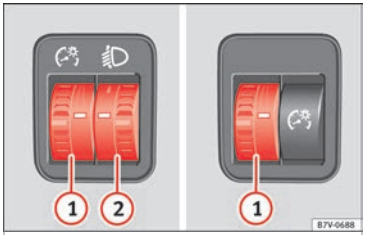

Afb. 141 Naast het stuur: regelaar instrumenten- en schakelaarverlichting (1) en regelaar lichtbundel-hoogteverstelling (2).
(1) Instrumenten- en schakelaarverlichting
Bij ingeschakelde verlichting kunt u de sterkte van de instrumenten- en schakelaarverlichting regelen door schakelaar **»» afb. 141** (1) te draaien.
(2) Lichtbundel-hoogteverstelling
De lichtbundel-hoogteverstelling **»» afb. 141** (2) past zich afhankelijk van de waarde van de lichtbundel van de koplampen aan de beladingstoestand van de wagen aan. Hierdoor heeft de bestuurder een zo goed mogelijk zicht terwijl tegenliggers niet worden verblind **»»** ⚠.
Draai voor afstellen de knop **»» afb. 141** (2):